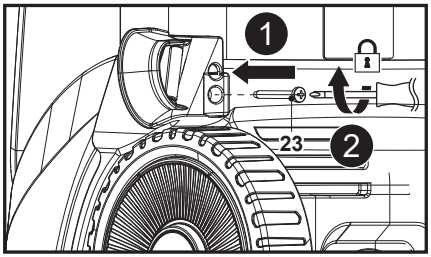

Fig. 2
Alinee el orificio de montaje de la guía de manguera (7) con su soporte en la máquina y, a continuación, utilice un destornillador de estrella adecuado (no suministrado) para fijar la conexión con el tornillo (ST4,8 x 16 con cabeza de tornillo grande) (23) (Fig. 2, pasos 1 y 2).